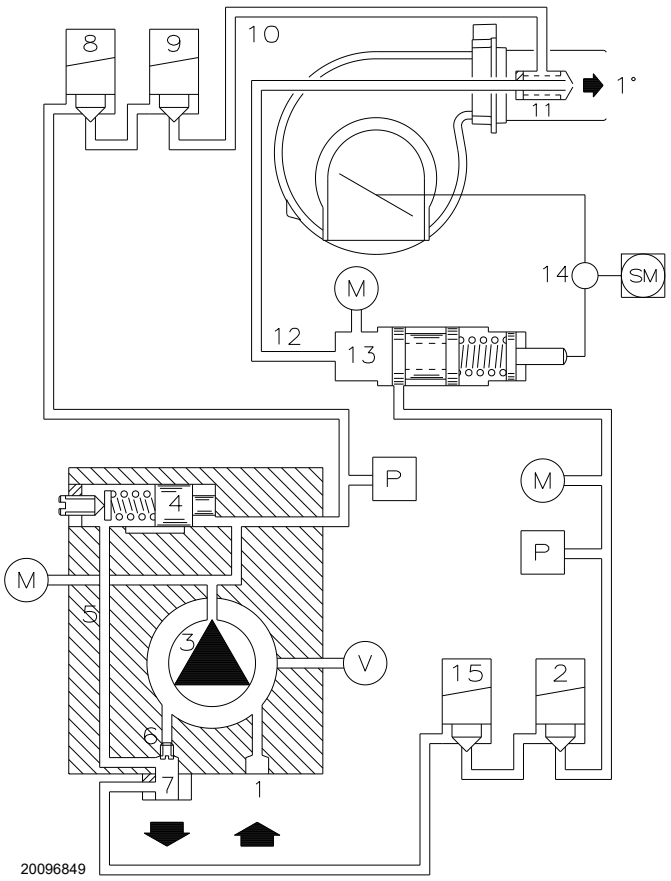

Fig. 30
Elles sont installées sur le brûleur avec la dérivation fermée par la vis 6)(Fig. 30).
- ➤ La pompe 3)(Fig. 30) aspire le combustible du réservoir à travers le conduit 1) et le pousse sous pression en refoulement.
Légende (Fig. 30)